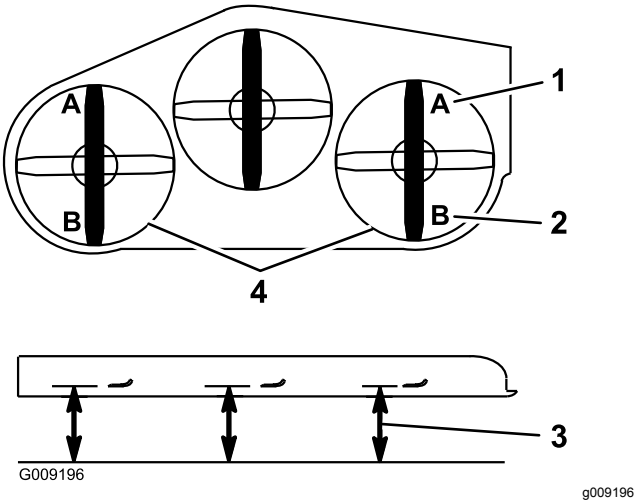

Figuur 96
9. Meet aan beide zijden van het maaidek vanaf het horizontale oppervlak tot de voorste punt van het maaimes (punt A); zie Figuur 96.
15. Meet aan beide zijden van het maaidek vanaf het horizontale oppervlak tot de achterste punt van het maaimes (punt B); zie Figuur 96.